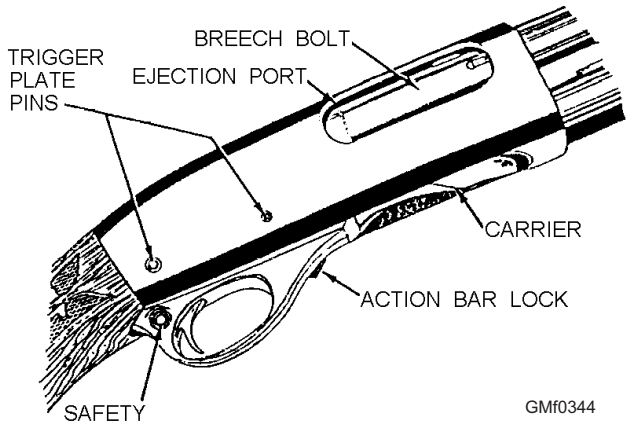

**Figure 3-44.—Remington M870 receiver nomenclature.**
**SAFETY**.—Before loading or unloading, push the safety (fig. 3-44) across the rear of the trigger, left to right, to the SAFE position (the red band on the safety will not show).
**SINGLE LOAD**.—Push the safety to the SAFE position. Press in the action bar lock (fig. 3-44) if the action is cocked and pull the fore-end fully to the rear. Place the shell into the open ejection port upon the downthrust carrier. Slide the fore-end toward the muzzle to load the shell into the barrel chamber and lock the action closed.